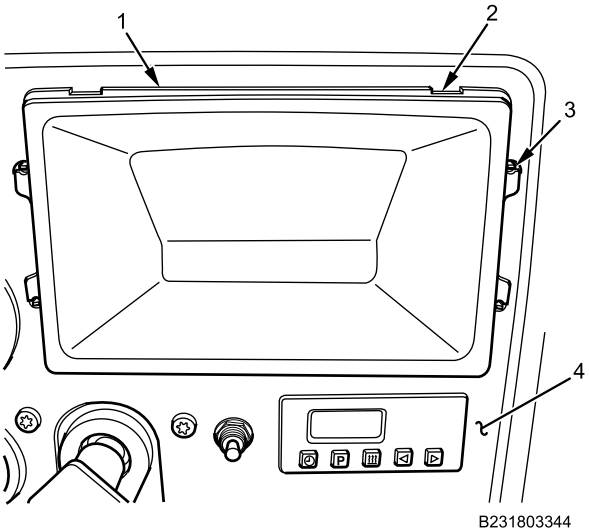

Figure 2. IP Storage Bin Installation.
1. With tabs up (Figure 2, Item 2), install storage bin (Figure 2, Item 1) in IP center trim panel (Figure 2, Item 4) and push forward to engage retainers (Figure 2, Item 3).